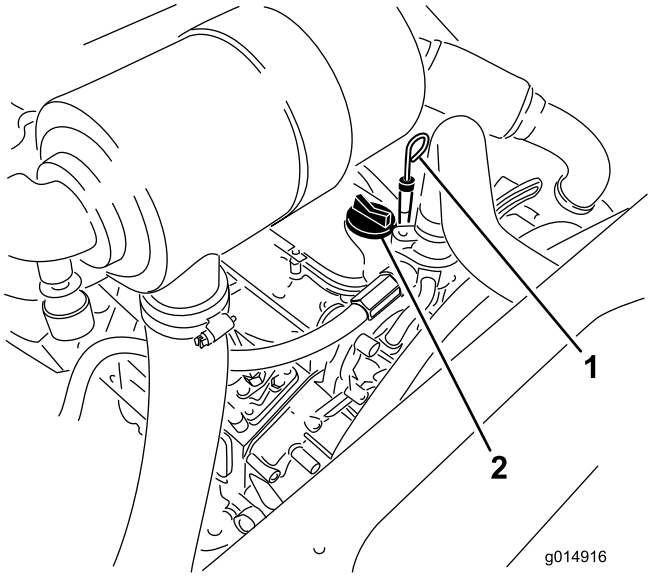

Figur 44
3. Ta ur oljestickan, torka av den och sätt tillbaka den igen (Figur 44).
5. Om oljenivån inte når upp till markeringen Full på oljestickan ska du ta bort påfyllningslocket (Figur 44) och fylla på olja tills nivån når upp till markeringen.